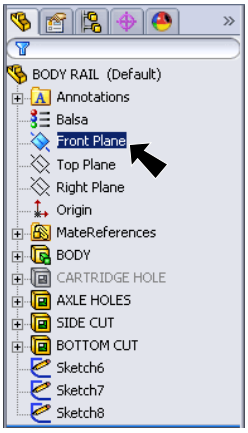

Fig. 48
Step 2. Click **Front Plane** in the Feature Manager, **Fig. 48**.